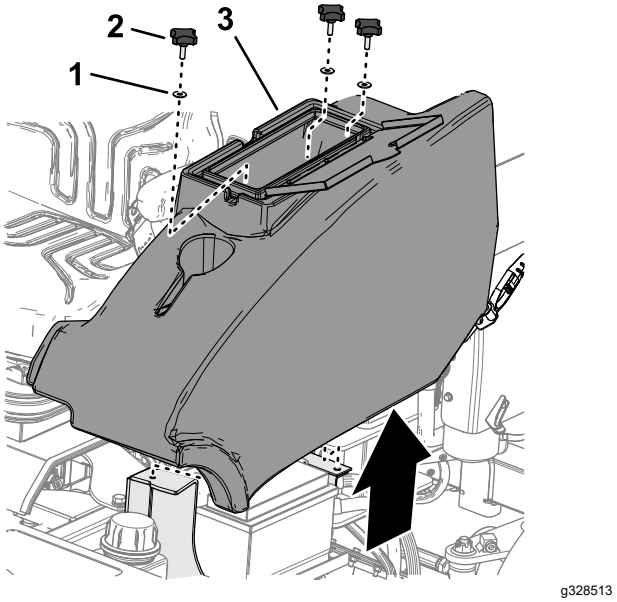

Figuur 47
1. Open de deur van het opslagcompartiment aan de linkerkant van het bestuurdersplatform (Figuur 47).
2. Verwijder de 3 knoppen en 3 ringen waarmee het opslagcompartiment aan de machine is bevestigd en verwijder het compartiment (Figuur 47).